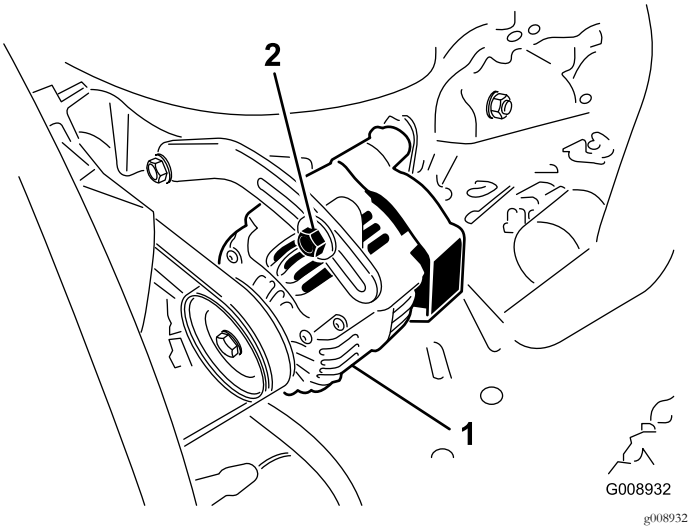

Figuur 50
2. Als de speling niet correct is (en dus geen 10 mm bedraagt), moet u de montagebouten van de wisselstroomdynamo losdraaien (Figuur 50).